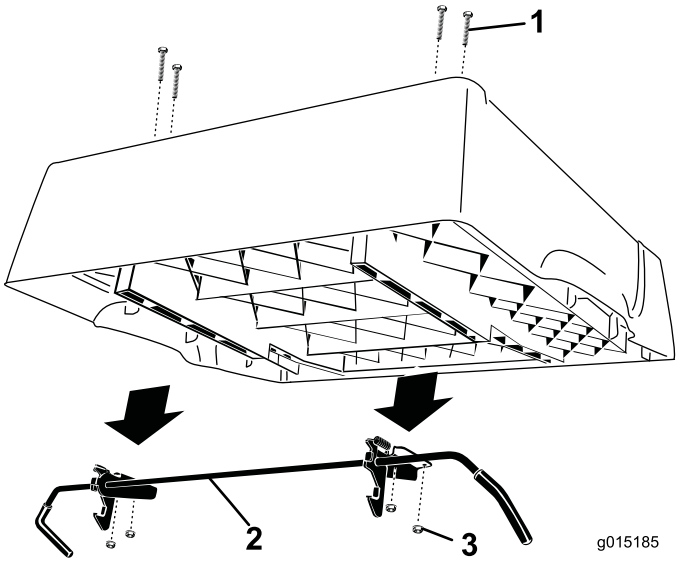

Figur 3
5. Fjern de 4 flangemøtrikker, der fastgør låsestangsbeslagene til undersiden af ladet (Figur 3). Fjern stangen og låsene, og gem dem. Lad bræddeboltene sidde i hullerne, og fastgør dem til ladet med flangemøtrikkerne.